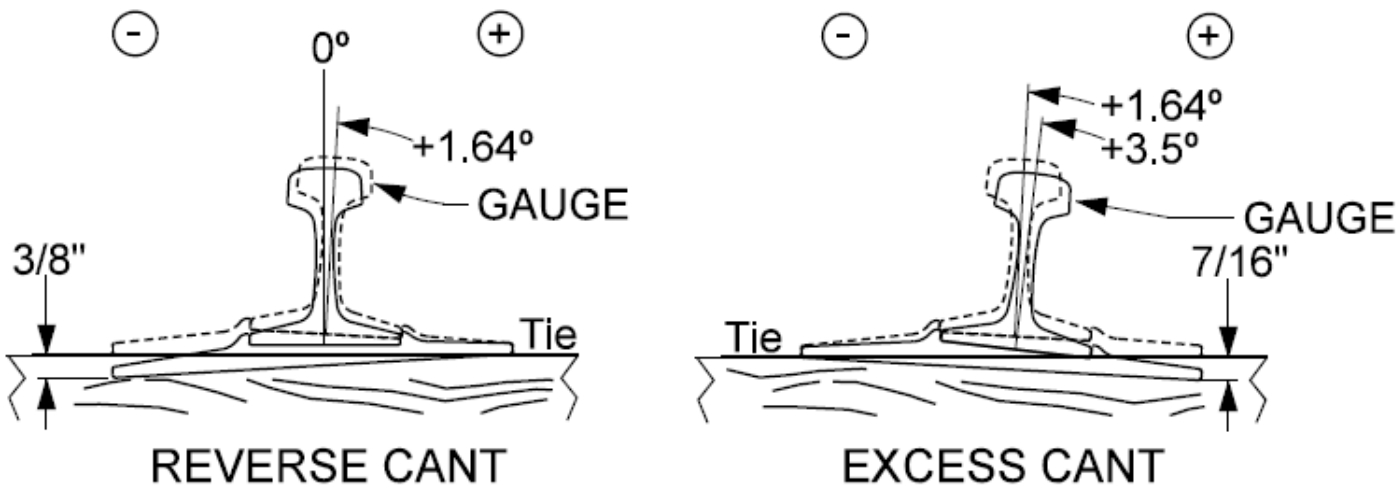

Figure 2-K
3. On wood tie track a differential plate cutting of 3/8" toward the field side will show a cant of 0º. Plate cutting toward the gage side of 7/16" will show a cant of +3.5º. Refer to Figure 2-K.